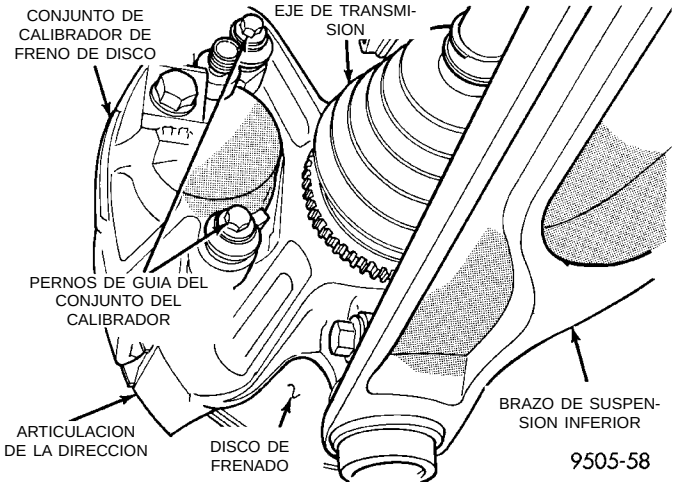

Fig. 54 Pernos de guía del calibrador
(1) Eleve el vehículo sobre gatos fijos o céntrelo sobre un elevador. Consulte el procedimiento de elevación necesario para este vehículo en Elevación de la sección de Lubricación y mantenimiento de este manual de servicio.
(2) Retire del vehículo los conjuntos de rueda y neumático delanteros.
(3) Retire los 2 pernos de guía que fijan el calibrador a la articulación de la dirección (Fig. 54).
(5) Instale los pernos de guía del calibrador y apriételos con una torsión de 18 a 20 N·m (192 lbs. pulg.) (Fig. 54). **Debe tenerse extremo cuidado de no cruzar los hilos de rosca de los pernos de guía del calibrador.**
(6) Instale el conjunto de rueda y neumático.
(7) Apriete las tuercas de los pernos espárrago de instalación de la rueda en la secuencia adecuada hasta que todas estén con la mitad de torsión de la especificación. Después repita la secuencia de ajuste hasta que complete la especificación total de 135 N·m. (100 lbs. pie).
(8) Retire los gatos fijos o baje el elevador. **Antes de mover el vehículo, bombee varias veces el pedal de freno, para asegurarse de que éste está firme.**
(9) Pruebe el vehículo en la carretera y efectúe varias paradas para desgastar cualquier material extraño presente en los frenos y asentar las pastillas de freno.